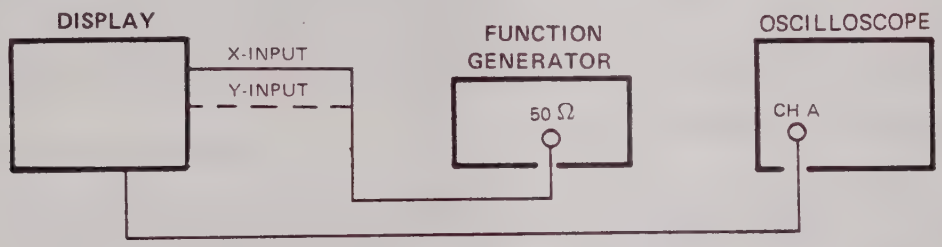

Figure 5-4. Input Attenuator Adjustment Test Setup
b. Connect equipment as shown in figure 5-4.